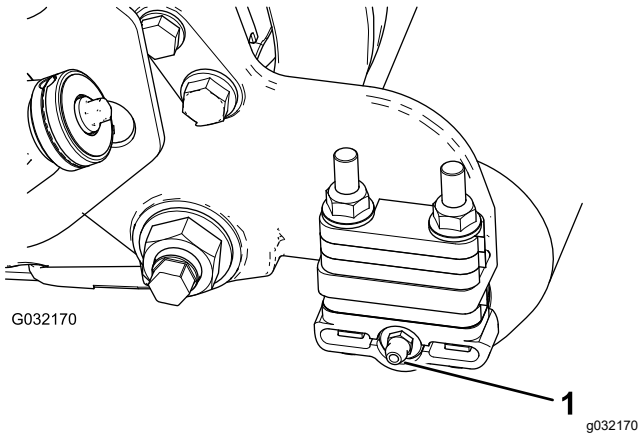

Figura 5
2. Instale el engrasador de 90° orientado hacia atrás (Figura 5).